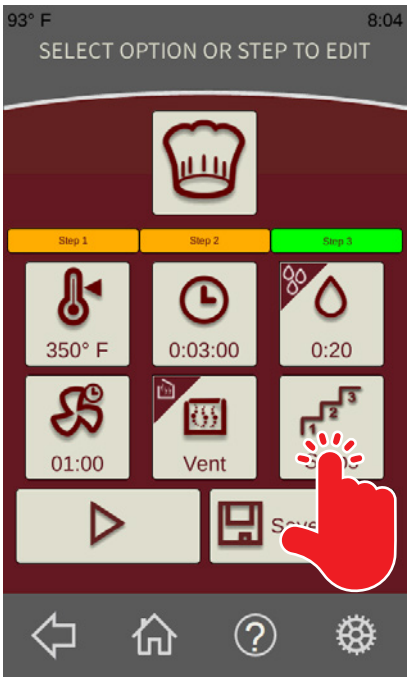

Fig. 33
1. From the ***Standard Recipe Run Screen*** (Fig. 33), touch the Steps button to delete a step from the current recipe. The ***Recipe Steps Screen*** should be displayed.